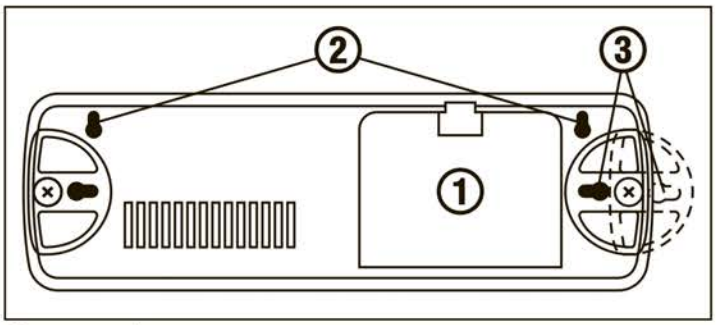

Рисунок 1.
1. Откройте крышку (1) на задней поверхности светильника и извлеките сетевой провод (рис.1)
2. Наметьте место будущей установки светильника по основным (2) или дополнительным поворотным (3) петлям (рис.1) и просверлите 2 отверстия.